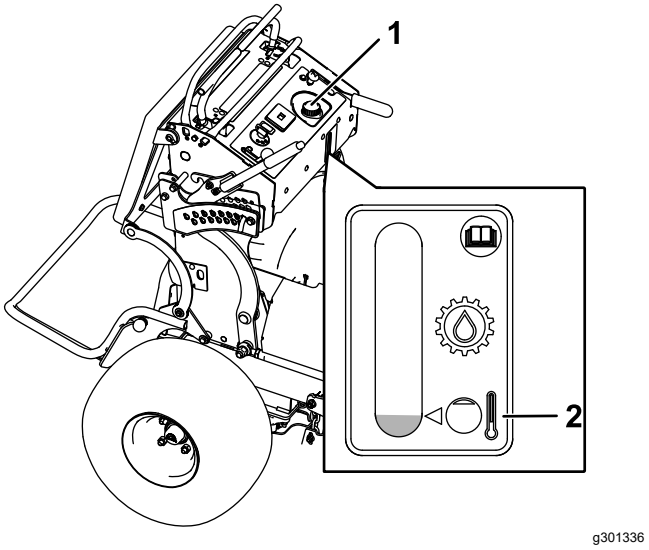

Figura 81
4. Limpie alrededor del cuello de llenado y el tapón del depósito de aceite hidráulico (Figura 81).
5. Retire el tapón del cuello de llenado (Figura 81).